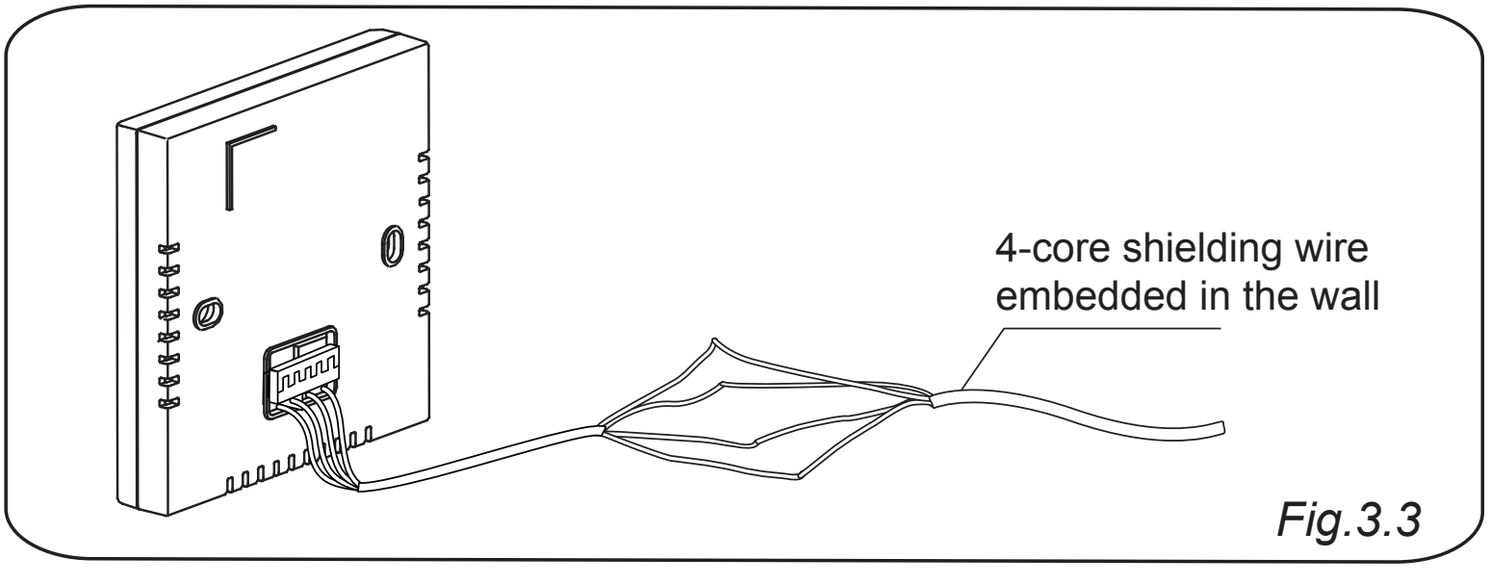

*Fig.3.3*
3.Connect the led-out wire of the wire controller with the embedded 4-core shielding wire, and ensure the connection are reliable and firm. (*Fig.3.3*)